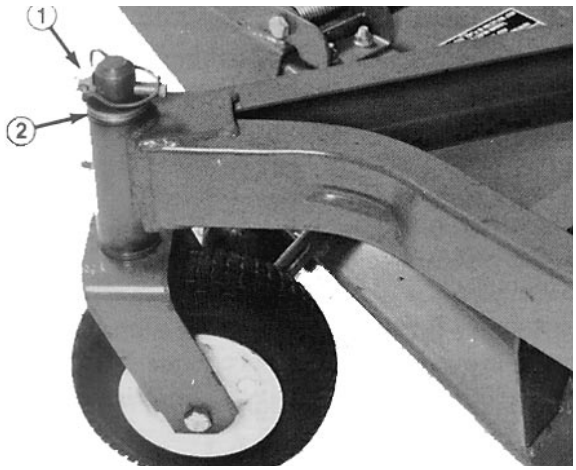

Bild 12
4. Den Stiftdorn entweder in die Unter- oder Oberseite des Befestigungsrohrs einführen und die Büchse aus dem Rohr austreiben (Bild 12). Gleichfalls die zweite Büchse aus dem Rohr austreiben. Die Innenseite des Rohrs reinigen, um alle Schmutzrückstände zu entfernen.